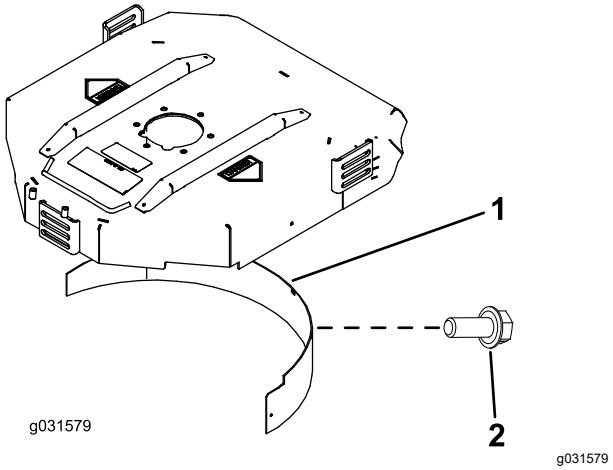

Figur 8
2. Monter kværnafskærmningen i den bageste åbning, og fastgør den med 5 flangehovedbolte (Figur 8).